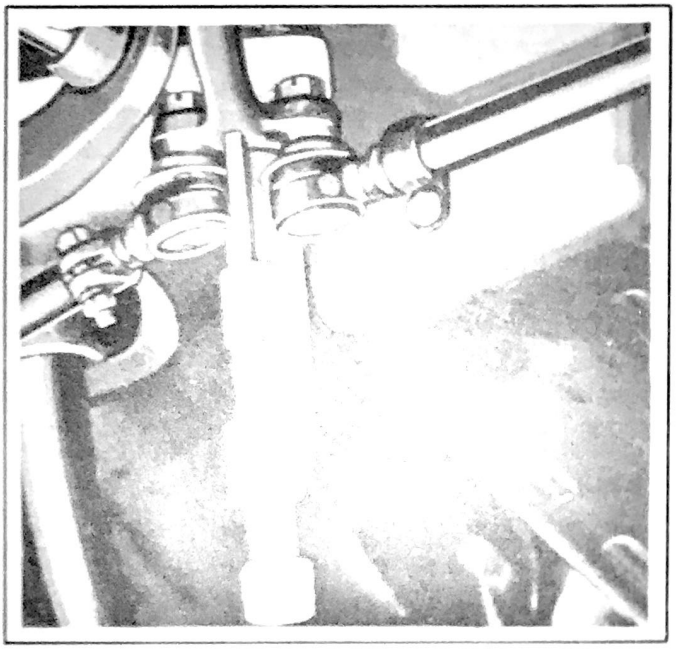

Figure 324 - Steering Arm Ball Stud Screw Press J-624-H
STEERING CENTER ARM REMOVING - 6 Cylinder Models. Remove drag link at front. See Steering Section. Remove tie rod ends (8) from steering center arm (28) using tool J-624 H - See Fig. 324. Remove bolt (30) holding steering center arm to frame cross member. Remove steering center arm.
Remove the tie rod ends from the steering center arm with tool J 624 H, Fig. 324. Remove the steering center arm bolt nut. Remove the radiator louver panel center moulding. Remove the front bumper bracket bolts and allow the bumper to drop down. Loosen the generator mounting bolt and remove the fan belt. Unscrew the starting crank jaw. Place the jaw of the vibration dampener puller tool over the dampener and place the screw of the puller tool through the starting crank hole engaging with the threads of the puller jaw. Pull off the dampener just enough to obtain clearance for the removal of the center steering arm bolts. Remove the center steering arm bolt. It is necessary to raise the engine slightly to obtain clearance between the bolt head and the timing gear cover. Remove the center steering arm.
TIE ROD REMOVAL. Remove cotter key and nut from both ends of the tie rod. Use tool HM 844 C to remove outer end. Use tool J 624-H to remove inner end. See Fig. 324.